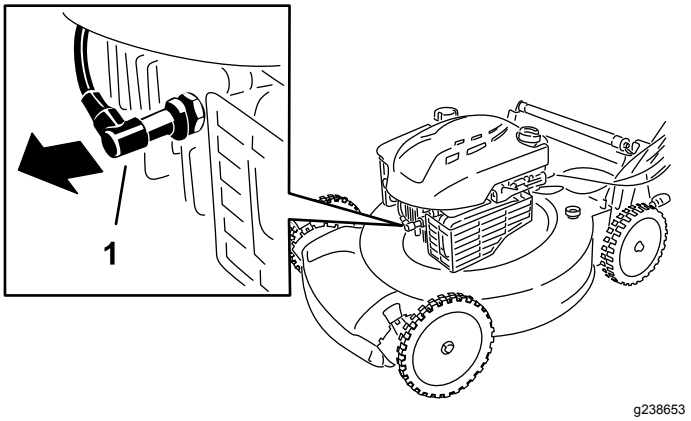

Figure 21
2. Débranchez le fil de la bougie (Figure 21).